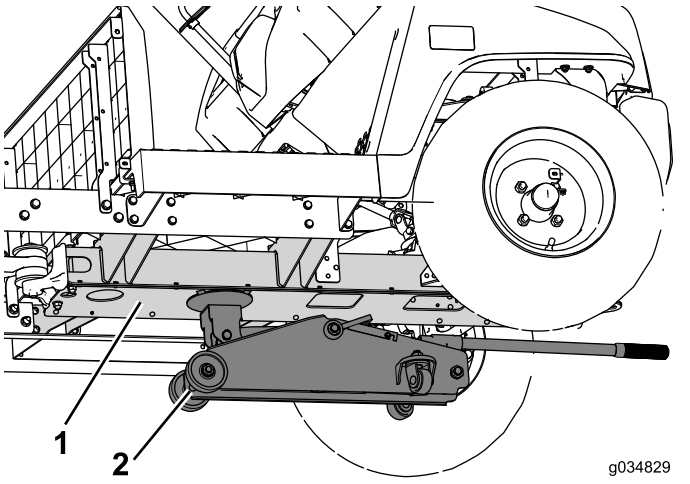

Figur 63
2. Bruk en gulvjekk under midtkanalen for å støtte fronten av maskinen (Figur 63).